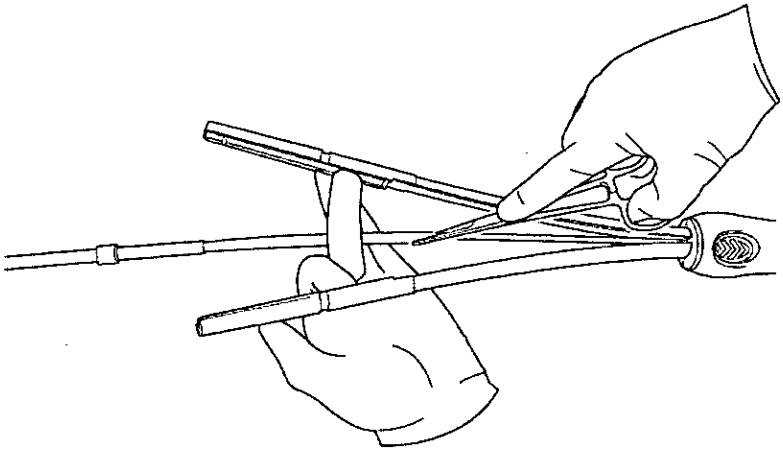

Figura 15. Sujeción de la cubierta de la endoprótesis
6. Sujete la cubierta de la endoprótesis con la mano o con unas pinzas hemostáticas y hágala retroceder hasta que la endoprótesis esté totalmente desplegada (Figura 15).